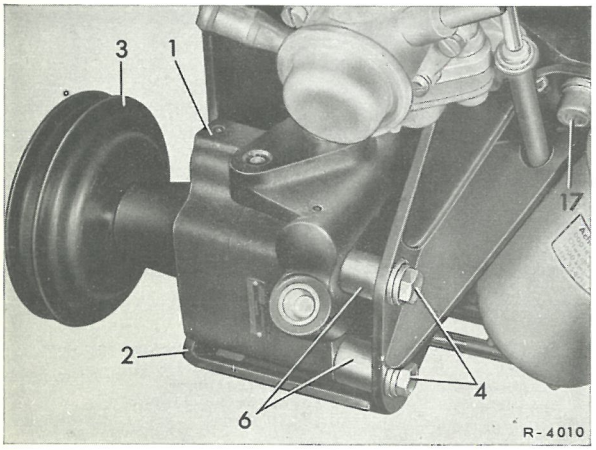

Fig. 46-20/4
5 På typerne 2oo/8 og 22o/8 løsnes de fire sekskantbolte (4 og 7) på konsollen (2), og højtryksoliepumpen trykkes i retning mod motoren så kileremmen kan tages af remskiven (3) (fig. 46-20/4 og 5).